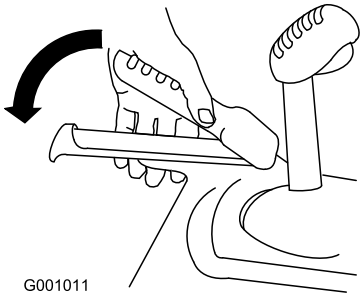

Figur 27
1. Pressa ned det vänstra reglaget (drivningsreglaget) till handtaget för att koppla in hjuldrivningen (Figur 27).